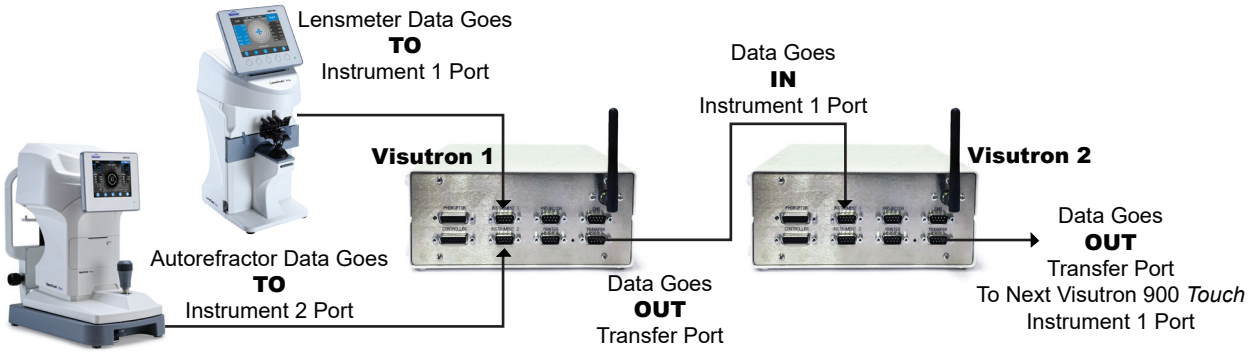

Figure IS-28, Daisy Chain Setup Diagram
When an EMR system only supports one way communication in a setup with multiple Visutron 900 *Touch* units, Daisy chaining is required to get the pre-test data to all of the Visutron 900 *Touch* units. Pre-test equipment is sent to the first Visutron 900 *Touch* in the chain, and the data is then sent to all of the other Visutron 900 *Touch* systems via the Instrument 1 or 2 and Transfer ports as shown in Figure IS-28.
5. Connect the ***Transfer*** port on Central Unit of the first Visutron 900 *Touch* to the ***Instrument 1 Port*** on the Central Unit of the Visutron 900 *Touch* next in line, using a cable, Bluetooth dongle, or internal Bluetooth connection. Refer to Figure IS-28.